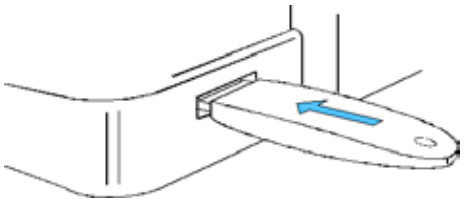

Figure IU-24, USB Stick
2. Insert the USB drive. Refer to Figure IU-24.